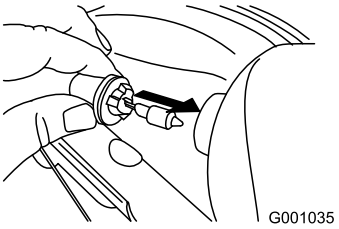

Рисунок 58
4. Вставьте новую лампу в тыльную часть фары (Рисунок 58).